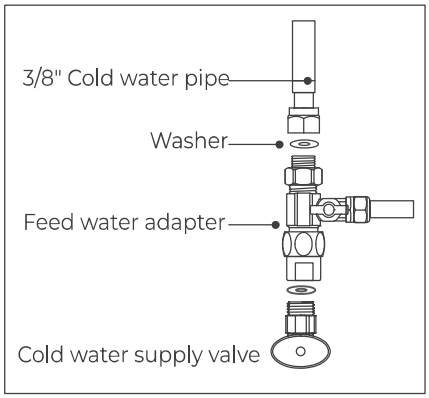

Figure 1
③. Twist the feed water adapter onto the cold water supply valve (with its washer) and tighten it with an adjustable wrench**(Figure 1)**.